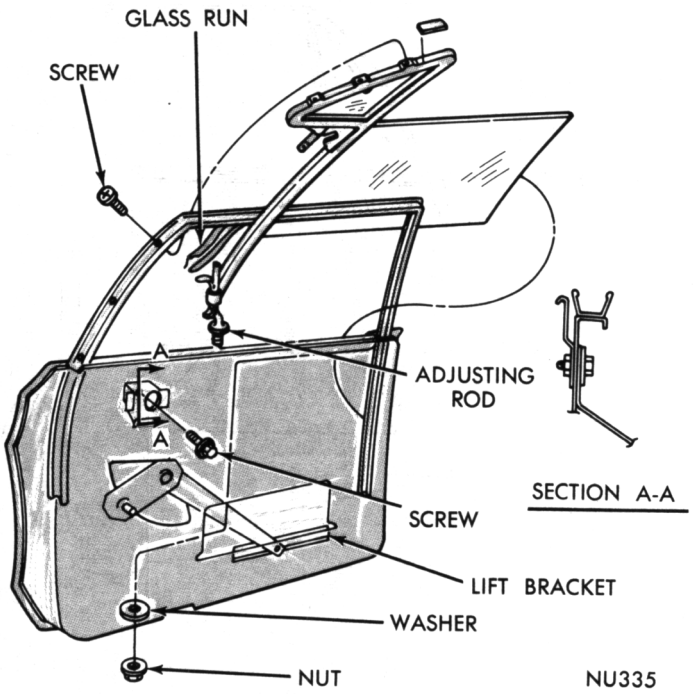

Fig. 43—Glass Replacement
(1) Remove forward four inches of glass run at upper corner.
(2) Remove division bar adjusting rod nut and washer (Fig. 43).
(3) Remove screw assembly attaching vent wing frame to outside belt reinforcement.
(4) Remove vent wing frame to door frame screws.
(5) Remove lift channel to door glass fastener screws.
(6) Lift vent wing and door glass out of panel.